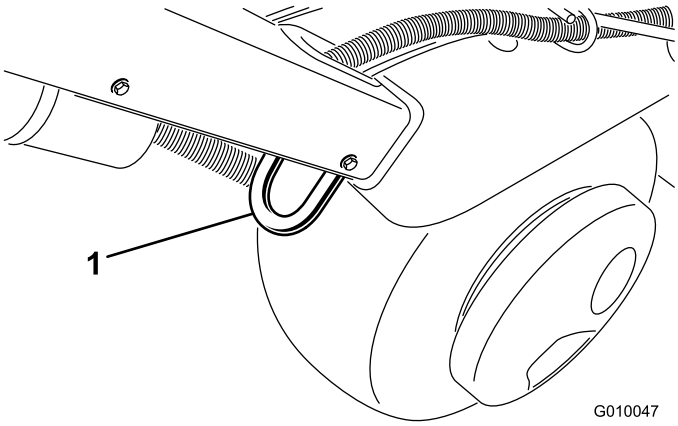
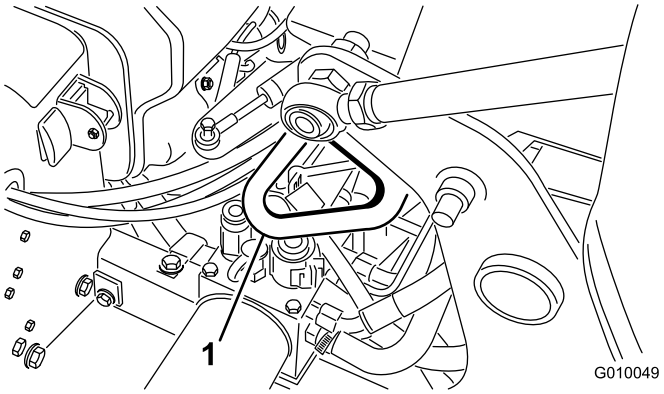

Figuur 33
Figuur 35
3. Zet de bevestigingspunten van de machine (Figuur 33 tot en met Figuur 35) goed vast aan de aanhanger of de vrachtwagen met behulp van riemen, kettingen, kabels of touwen.